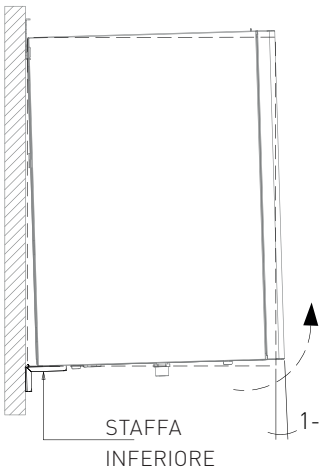

fig.5
4. procedere alla regolazione dell'inclinazione della caldaia (fig. 5) mediante lo scorrimento della staffa inferiore assicurando una inclinazione della caldaia, rispetto alla verticale, di circa 1–1.5°.